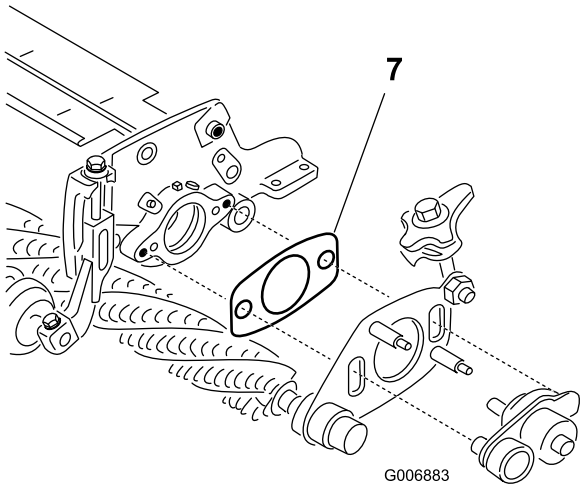

図 48
7. 駆動側グルーマピボットプレートとカッティングユニットのサイドプレートとの間にあるシム図 48がピボットハブに挟まれて締め込まれた状態になっていないことを確認する。シムは自由に回転できなければいけない。